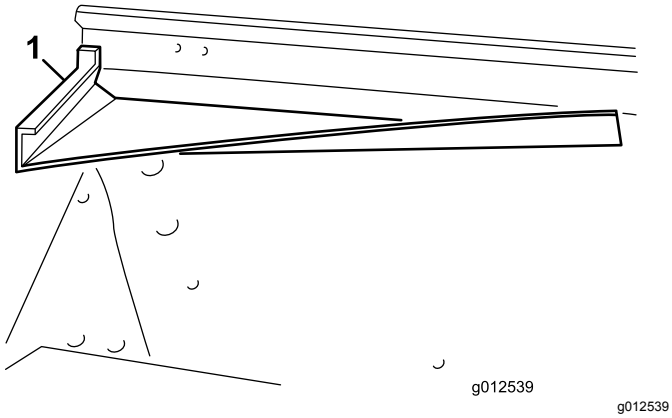
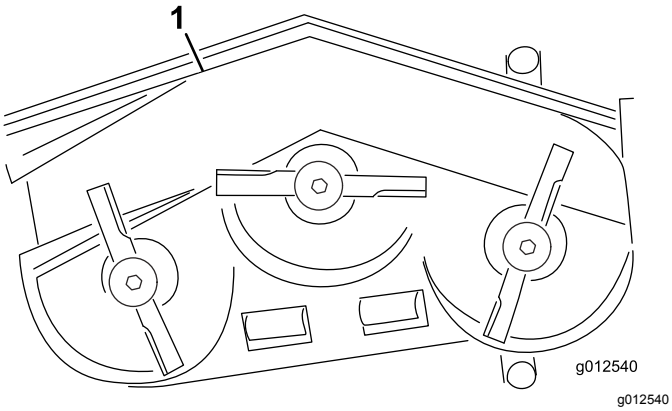
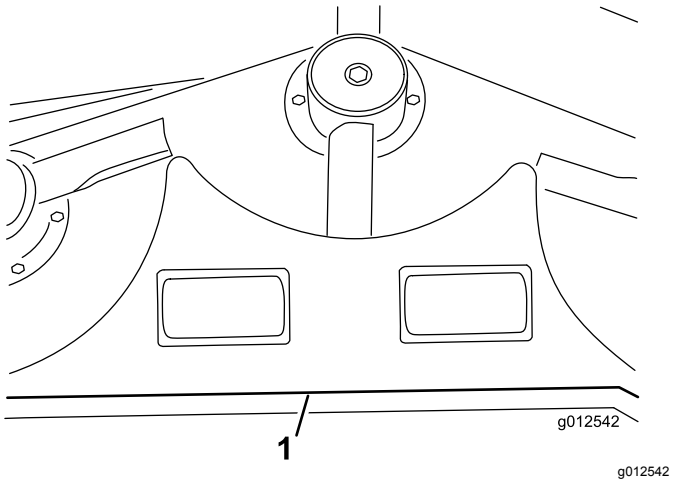
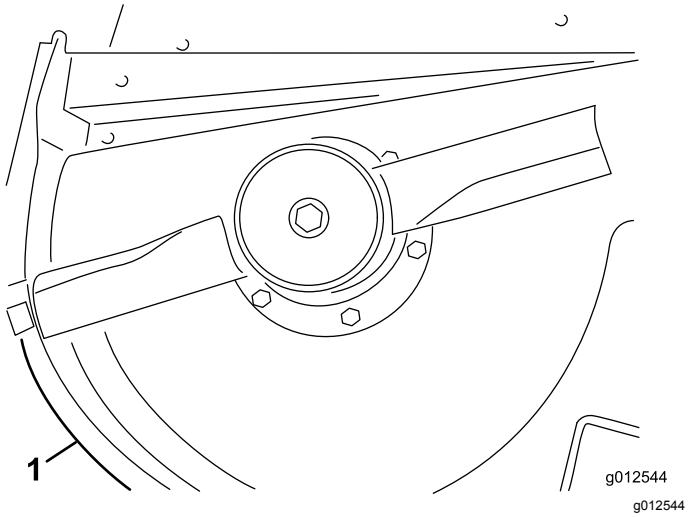

図 11
図 12
図 14
図 16
1. 前デフレクタをデッキにセットするデフレクタの後部を排出口に合わせてセットする 図 11 と 図 12。
8. デッキの既存の穴に後シェルフを取りつけるボルト⅜-16 x 1" 4本とロックワッシャ⅜"を使用する 図 14。
9. 左シェルフを、後シェルフの左端とデッキのエッジに合わせてセットする 図 12 と 図 14。
11. 右シェルフを、後シェルフの右端とデッキのエッジに合わせてセットする 図 12 と 図 16。左シェルフを型紙として、デッキに直径 7.1mm の穴を3つ開ける。